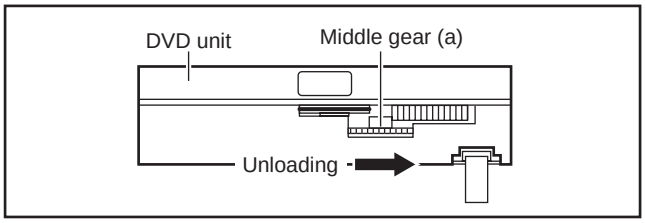

Fig.5-2a
(3) Turn the Middle gear (a) by hand to open the disk tray.(See Fig. 5-2a)